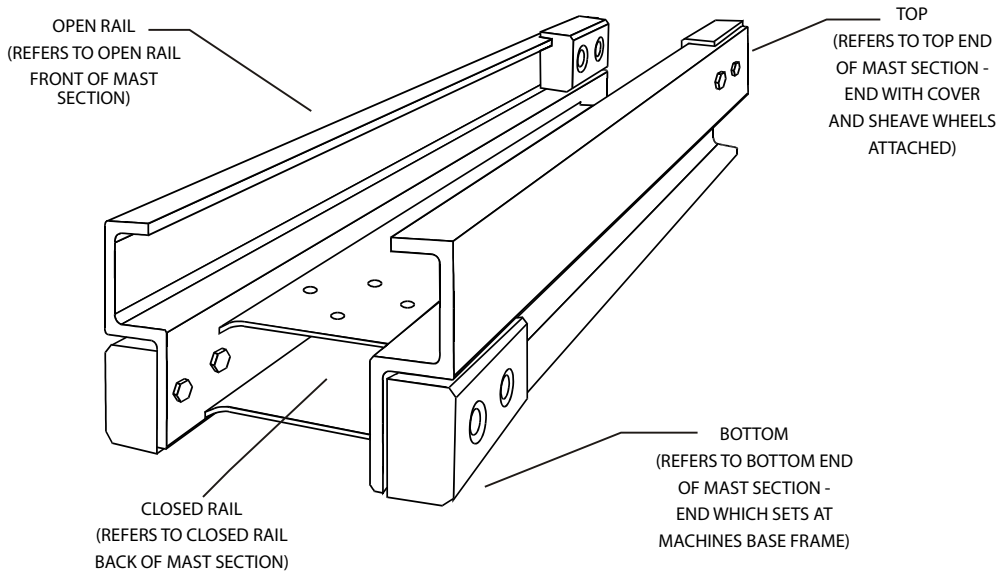

Figure 2-3. Mast Section - Assembly/Disassembly Reference
Assembly procedures for all mast assemblies is basically the same, carefully slide the mast sections together from bottom until mast ends are even, (*when sliding mast sections together be careful not to scratch the anodized surface in the slide pad channels)*. Assemble the hardware to the bottom of mast section first, then slide this section out the top of previous section and assemble hardware to the top of mast, *(See Figure 2-3.)*. Always install slide pad shims with slide pads inserted into the slide pad channels, (ends of mast sections even). Shim slide pads so that all side to side section movement is eliminated, but section can still slide in mast by hand.
(See Figure 2-3.)
1. Place mast section-1, rail (open) side up *(See Figure 2-3.)* on a clean, flat surface *(preferably a table or work bench capable of supporting the weight of the entire mast assembly)*. Slide mast out over end of work surface far enough to allow access to the chain anchor attach holes at top of mast.
2. Locate the two (2) single *(wide)* chain assemblies. Lay out each chain assembly with anchor block end towards mast, and notched end of block down, *(be certain floor surface is clean and free of any metal chips or debris which may stick to lubricated chains or lay chains in a clean bucket)*.
3. Insert chain adjustment into the top of mast section-1 by using spacer, chain equalizer and Keeper. Secure one end of the chain assembly with chain adjustment by using two (2) pin, cotter pin and washer. Insert threaded ends of chain assembly, through holes in attach bracket attached to bottom of mast section-2. Using two (2) 1/2 in. hex nuts onto stud threads on each chain. Chains will be adjusted later in assembly.